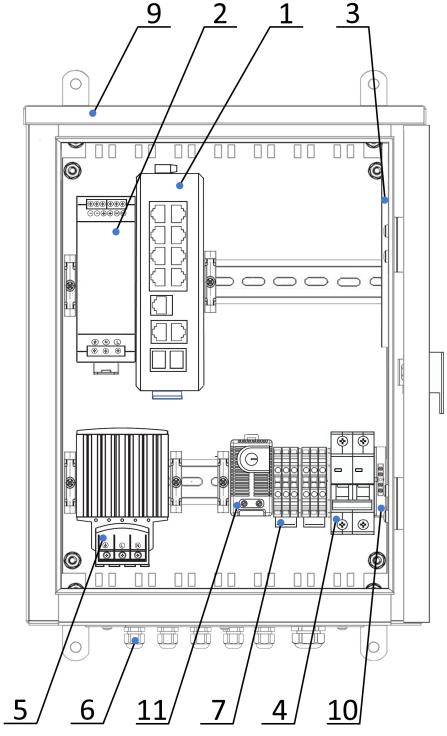

Рис. 1
СОСТАВ ИЗДЕЛИЯ (СМ. РИС.1)
1. Заземлить изделие при помощи зажима наборного 10 (рис.1).
5. Подключить кабель питания к входу автомата питания 4 (рис.1).